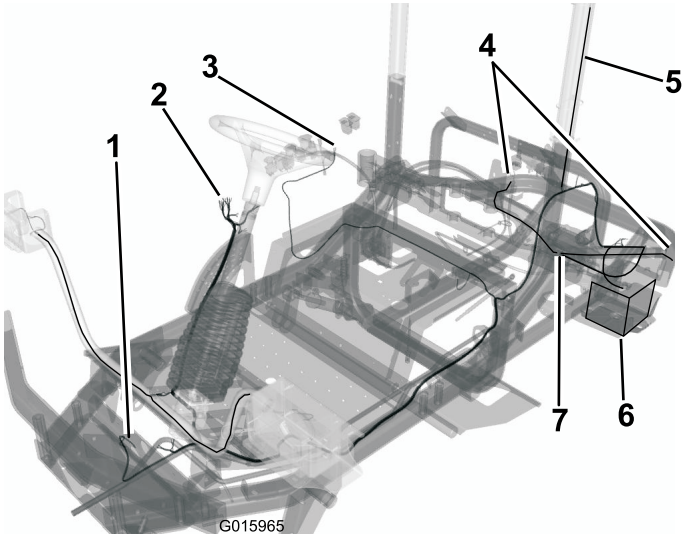

Bild 12
- Verlegen Sie den Kabelbaum zur Hupfe und schließen Sie die zwei Kabel an die Anschlüsse an (Bild 12).